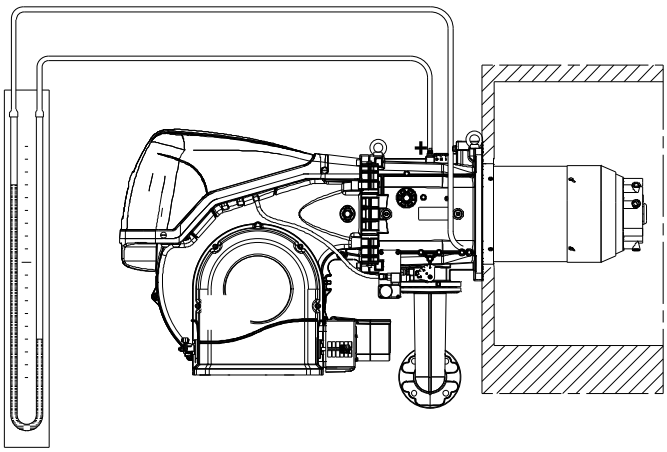

Abb. 23
- ➤ Montieren Sie ein U-Rohr-Manometer oder einen Differenzdruckmesser (Abb. 23), mit Entnahmestelle (+) am Gasdruck der Muffe und (-) in der Brennkammer. Damit soll annäherungsweise die Höchstleistung des Brenners mithilfe der Tab. M ermittelt werden.
Das U-Rohr-Manometer (Abb. 23 auf S. 29) zeigt den Gaseintritt an der Muffe an.